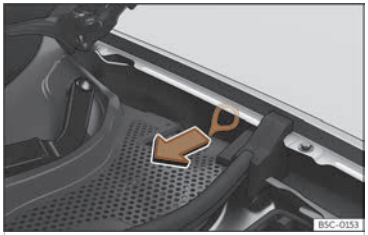

Fig. 65 Between the left wing panel and the engine bonnet hinge: Charging connector manual release mechanism puller.
The puller for the manual release mechanism is on the left hand side of the engine compartment, above the charging socket >>> Fig. 65.
- Pull the puller >>> Fig. 65.